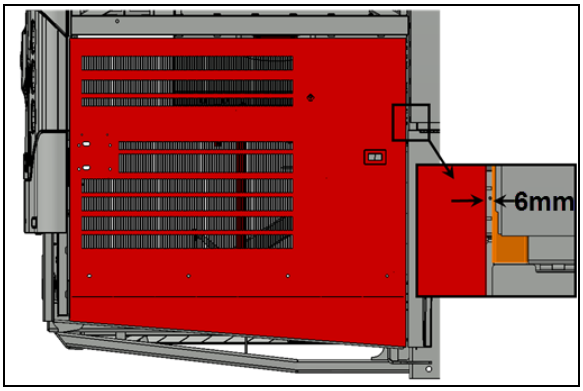

FIGURE 48:
5. Vérifier le jeu entre la porte et l'aile arrière au niveau du bras supérieur de la porte. Le jeu devait être ¼" (6 mm) (Figure 48:).